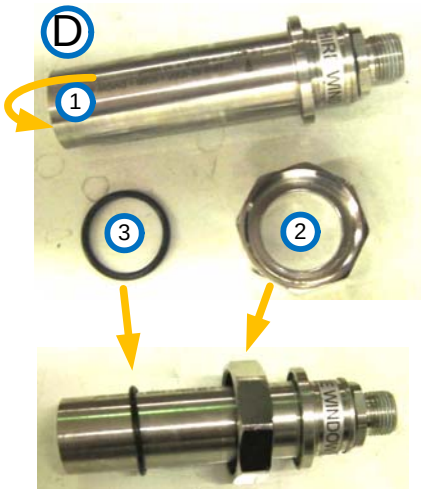

Figure 11-29: Sensor, washer and nut
Step 7. When replacing a sensor, remove the nut **(2)** and the washer **(3)** shown in **Figure 11-29** below.